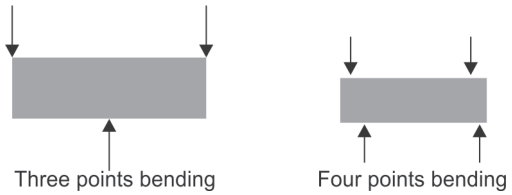

Fig. 1.2: Bending force
- **Bending force (Fig. 1.2):** Bending force is an external force acting on a body causing the body to bend. Mechanical, e.g., when a pipe is subjected to bending forces, it causes curving of the pipe. Anatomical, e.g., during forward bending of trunk, tension force develops on the posterior side, while compression force develops on the anterior side. Bending occurs because of the three points force system acting on the object or four points force system acting on the object.